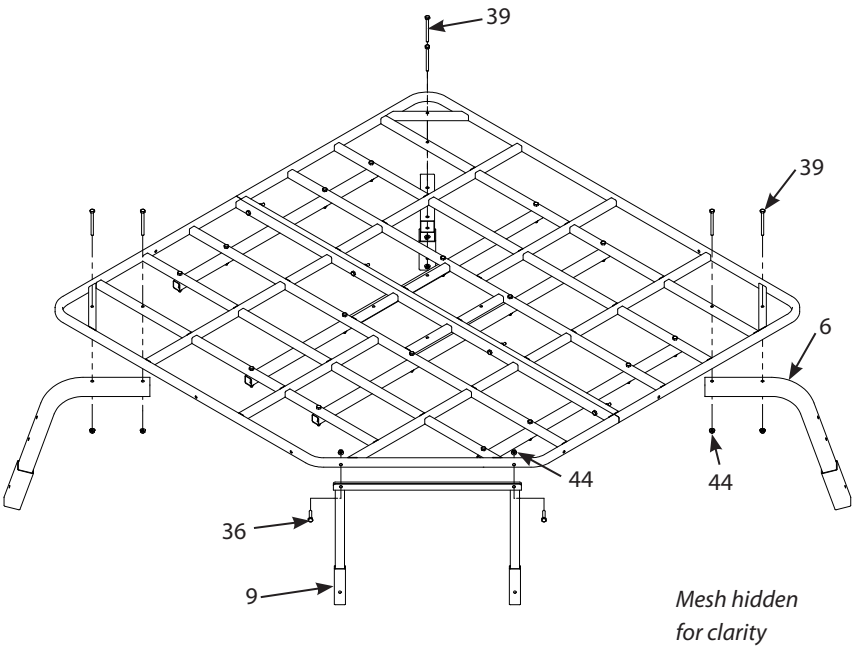

FIGURE 4
4. Attach the three leg-to-platform attachment parts (6) to the assembled platform using two 1/4-20 X 3 IN bolts (39) and 1/4-20 nuts (44) for each part. **SEE FIGURE 4.**
Attach the ladder-to-platform attachment part (9) to the assembled platform using two 1/4-20 X 1-1/2 IN bolts (36) and 1/4-20 nuts (44). **SEE FIGURE 4.** ***Securely tighten all loose hardware at this time.***